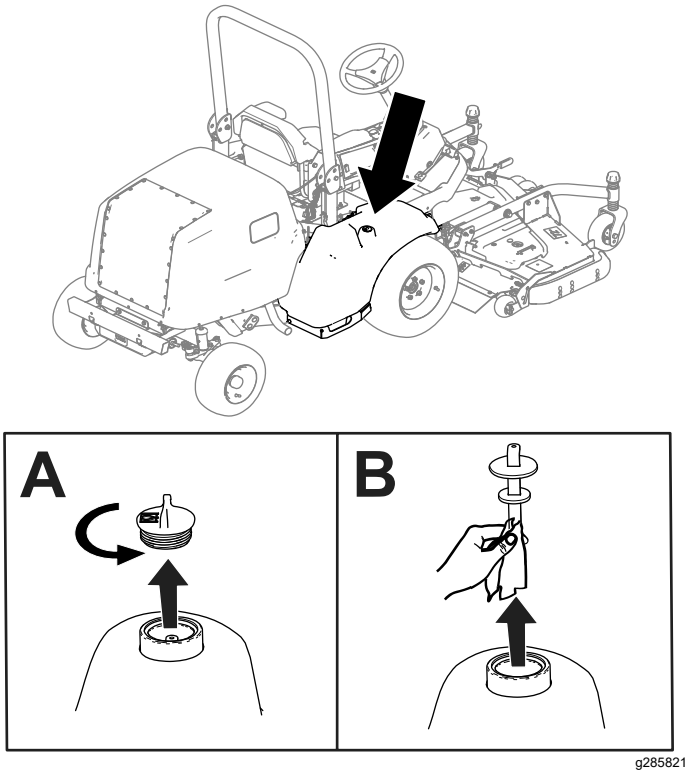

Figur 81
2. Ta bort pluggen från hydraultanken (Figur 81).
3. Ta ut oljestickan från hydraultanken och torka av den med en ren trasa (Figur 81).